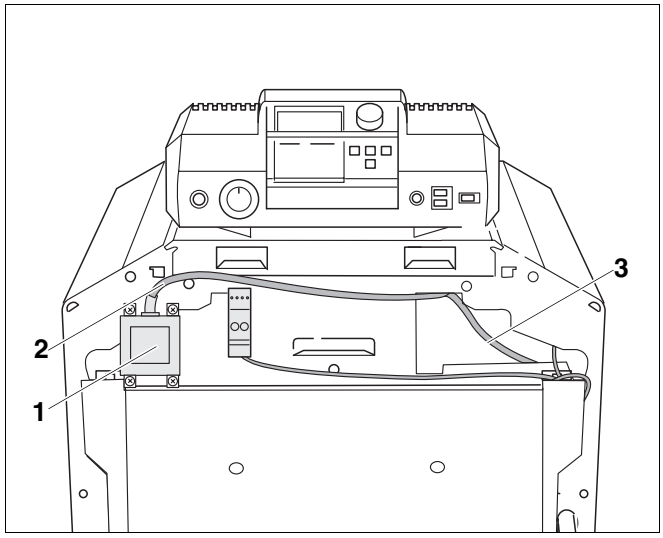

Rys. 17 Montaż transformatora rozdzielającego
- Zamontować transformator rozdzielający (rys. 17, **poz. 1**) przy pomocy dostarczonych śrub.
- Poprowadzić kabel transformatora rozdzielającego (rys. 17, **poz. 2**) i kabel palnika (rys. 17, **poz. 3**) do sterownika.